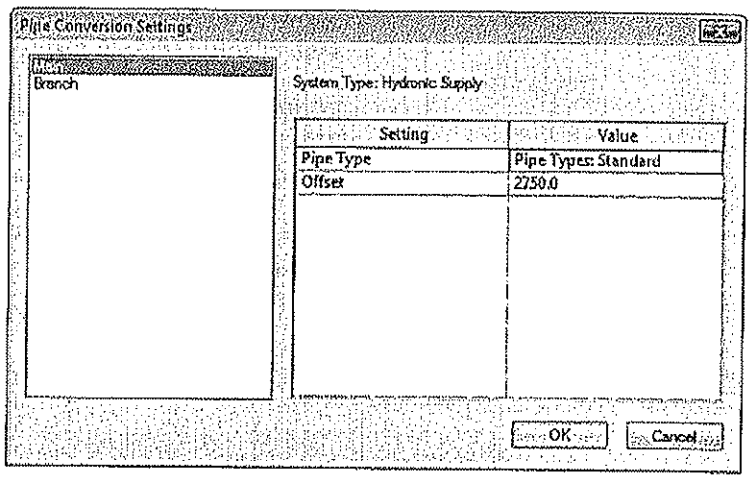

Figure 9–33
- Settings... in the Options Bar opens the Pipe Conversion Settings dialog box, as shown in Figure 9–33. You can modify this while selecting solutions to provide the best options.